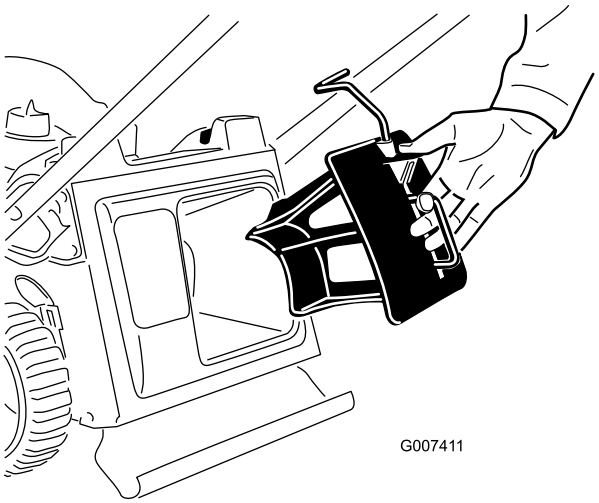

Figur 10
1. Før kvernepluggen inn i maskinen, hvis den ikke allerede er montert (Figur 10).